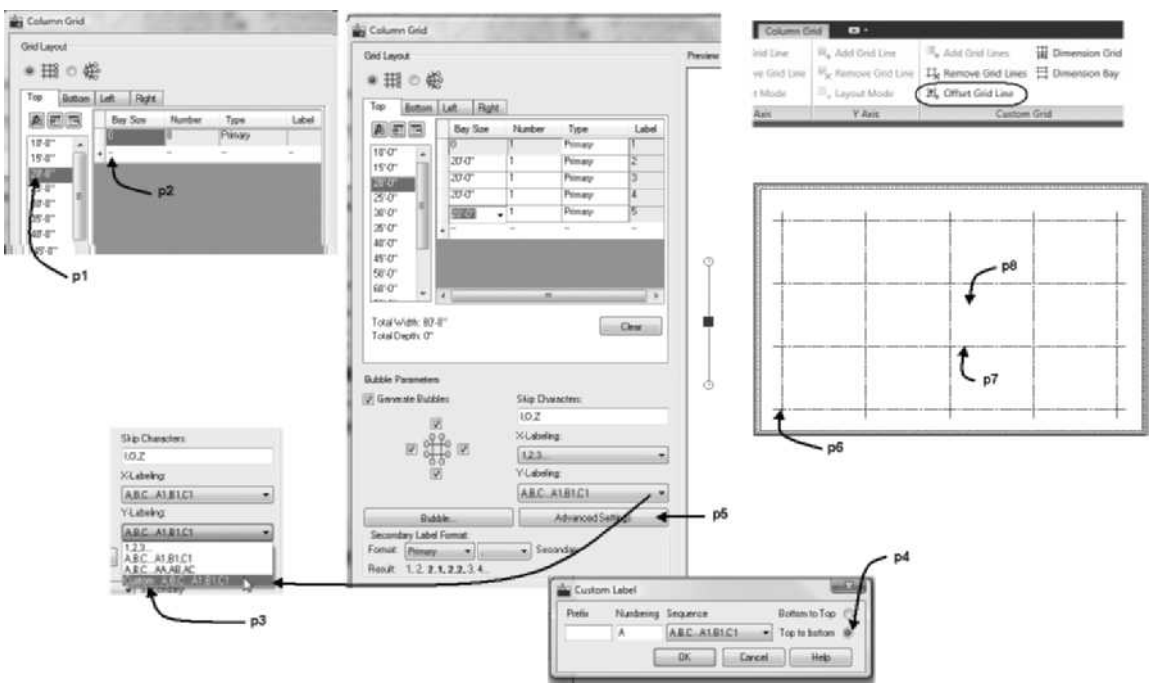

FIGURE 13.46 *Modifying the Column Grid dialog box*
4. Choose the Enhanced Column Grid Generate from the Build panel to open the Column Grid dialog box. Verify that the Top tab is current, click at **p1** shown in Figure 13.46 to add a 20' [6000] column grid.
5. Click at **p2** as shown in Figure 13.46, to add a 20' [6000] primary grid. Continue to click in the Bay Size field until the Total Width is 80'-0" [24000].
7. In this step you will modify the Y-Labeling to numbers and descending. Choose the **Custom** option from the Y-Labeling flyout as shown at p3 as shown in Figure 13.46 to open the **Custom Label** dialog. Overtype **1** in the Numbering field and choose the **Top to bottom** radio button shown at **p4**. Click OK to dismiss the dialog box.
8. Choose the Advanced Setting button at **p5** shown in Figure 13.46 verify that the A-Bubble Extension is 14'-4" [4300] and B-Grid Extension and C-Grid End Space are 2'-0" [600]. Click OK to dismiss the dialog box.
Specify insertion point or [Rotate]: *(Choose a point inside the four walls near **p6** as shown in Figure 13.46.)*
Select a custom column grid line: (Select the grid shown at p7 in Figure 13.46.)
Specify point on side to offset: *(Select a point at **p8** as shown in Figure 13.46.)*